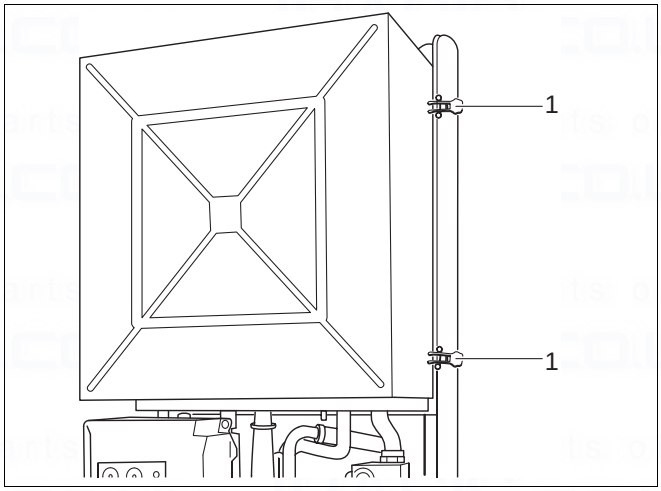

Fig. 47 600 Series 11S / 19S / 24S / 24C: Remove combustion-chamber cover
- Open the clip fastenings (fig. 47, item 1).